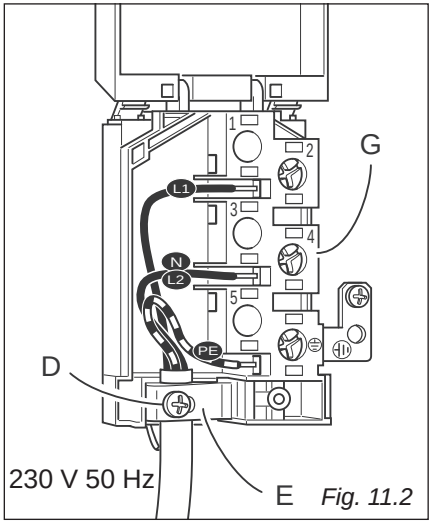

Fig. 11.2
- Unscrew the screw "**D**" and open completely the cable clamp "**E**" (fig. 11.2).